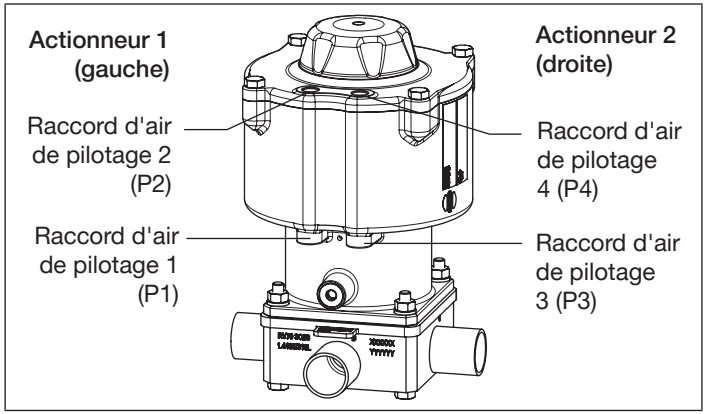

Fig. 19: Affectation d'actionneur
1) Affectation d'actionneur voir « Fig. 19 »